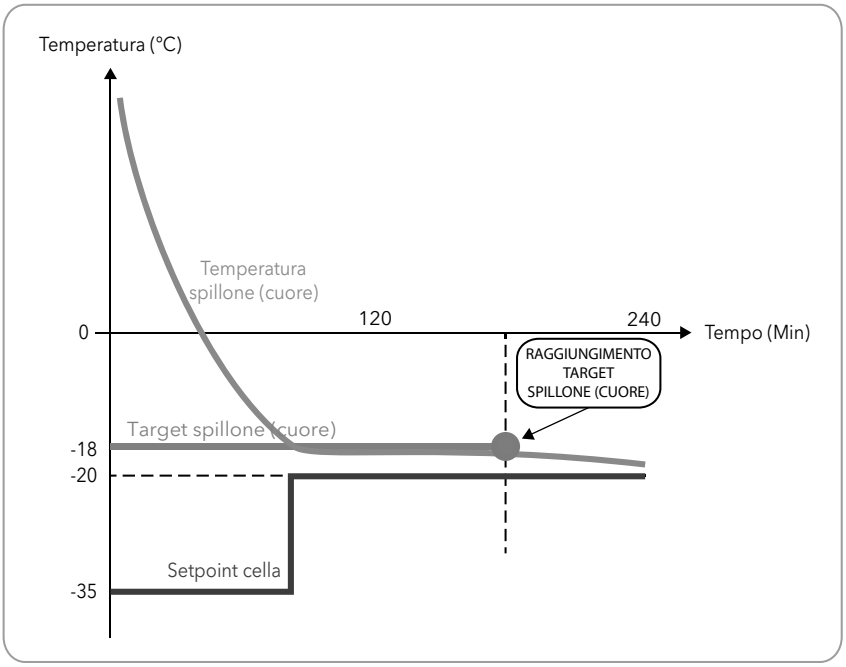

Fig. 12. Programma negativo con modalità di abbattimento hard
- negativo (surgelazione), con temperatura di riferimento (target temperatura) negativa, e modalità di abbattimento hard (**Fig. 12 a pag. 22**);
I valori numerici riportati in **Fig. 12 a pag. 22** sono i default.